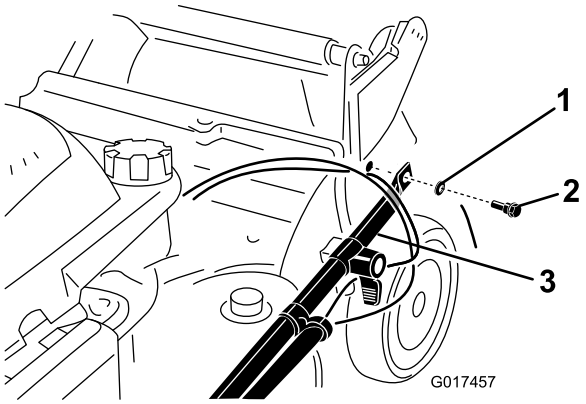

Figure 3
2. Attach the handle ends to the machine housing with 2 washers and 2 handle bolts (Figure 3), **but do not tighten the handle bolts.**
Important: **Route the cables to the *outside* of the handle (Figure 3).**